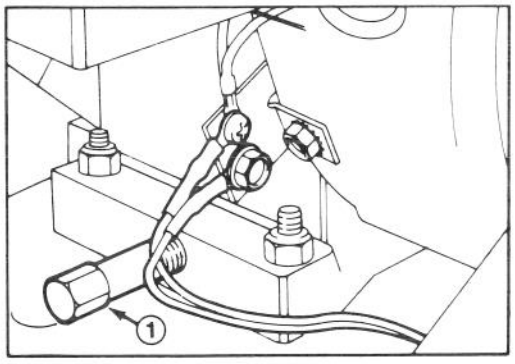

Abbildung 18
3. Die Umgebung des Ölablaßstopfens reinigen und die Ablaßwanne unter den Ablaßstutzen stellen. Dann den Ablaßstopfen herausschrauben (Abb. 18).